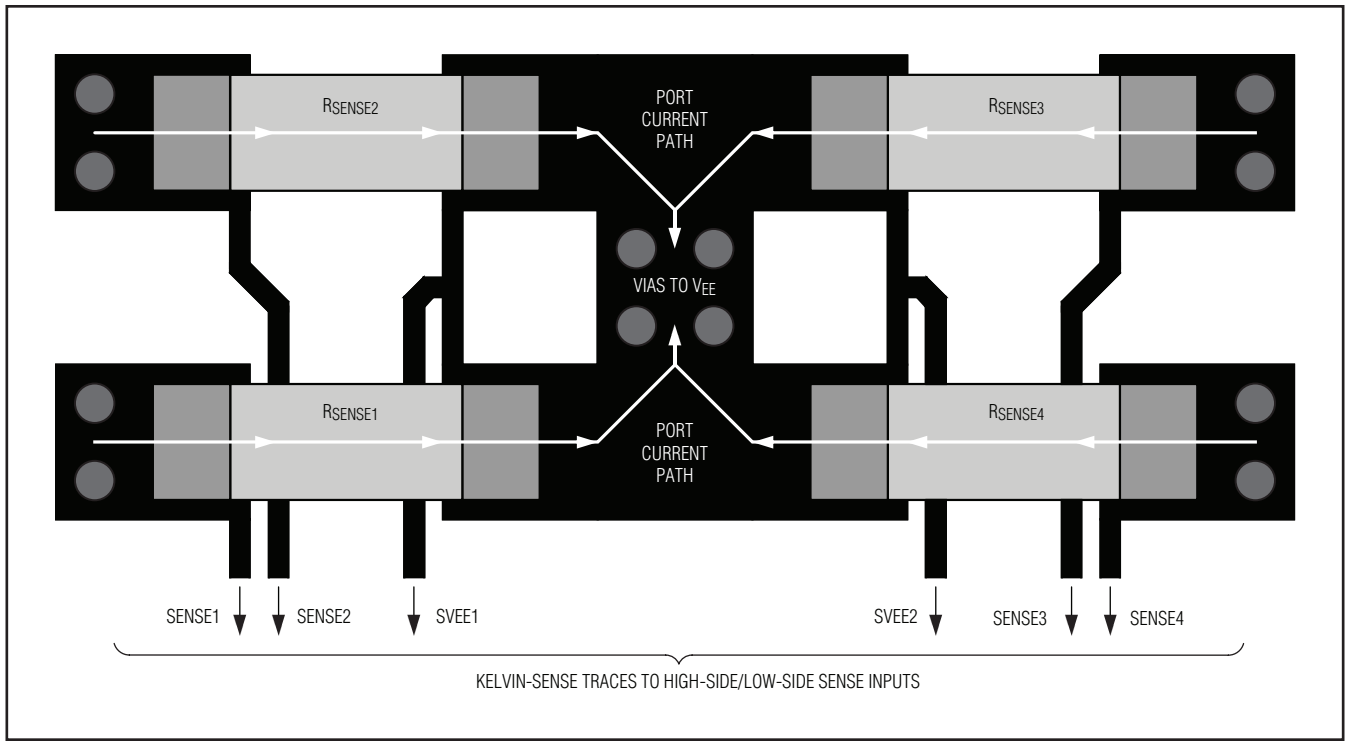

Figure 14. Kelvin-Sense Layout Diagram
3) For the best accuracy current sensing, use Kelvin-sense techniques for the SENSE_ and SVEE_ inputs in the PCB layout. The device provides individual high-side SENSE_ inputs for each port, and two separate shared low-side sense returns, SVEE1 (ports 1 and 2 low-side sense input) and SVEE2 (ports 3 and 4 low-side sense input). The high-side sensing should be done from the end of the high-side sense resistor pad, and the SVEE_ pairs should be routed from the end of the low-side sense resistor pads. To minimize the impact from additional series resistance, the two end points should be as close as possible, and sense trace length should be minimized (see Figure 14 for a layout diagram, and refer to the MAX5980 Evaluation Kit for a design example).
6) The exposed pad (EP) must be soldered evenly to the PCB ground plane (V_{EE}) for proper operation and power dissipation. Use multiple vias beneath the exposed pad for maximum heat dissipation. A 1.0mm to 1.2mm pitch is the recommended spacing for these vias and they should be plated (1oz copper) with a small barrel diameter (0.30mm to 0.33mm).